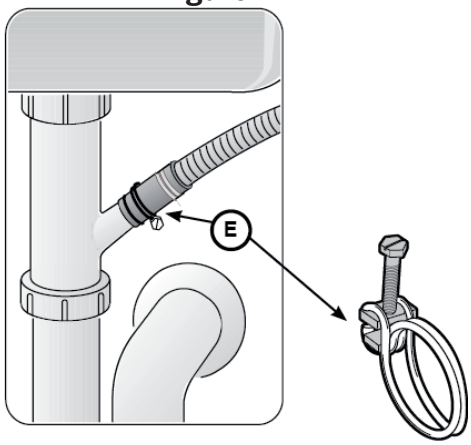

Figure 15
4. Utiliser la bride fournie pour fixer l'adaptateur de tuyau de vidange en caoutchouc à la tuyauterie résidentielle (voir la **Figure 15**).